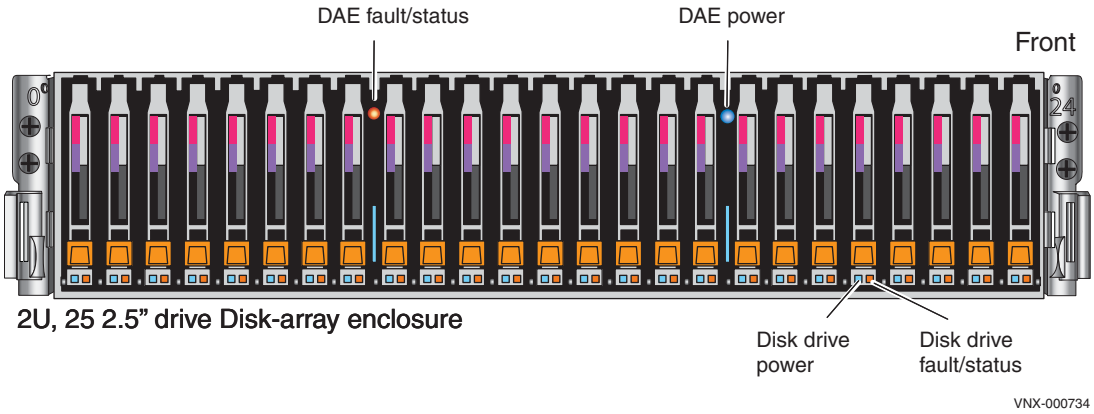

**Figure 43** 2U, 25 DAE front view
1. Verify that the status of the 2U DAE Power LED located on the front is blue and the DAE Fault/Status is off as shown in Figure 43.